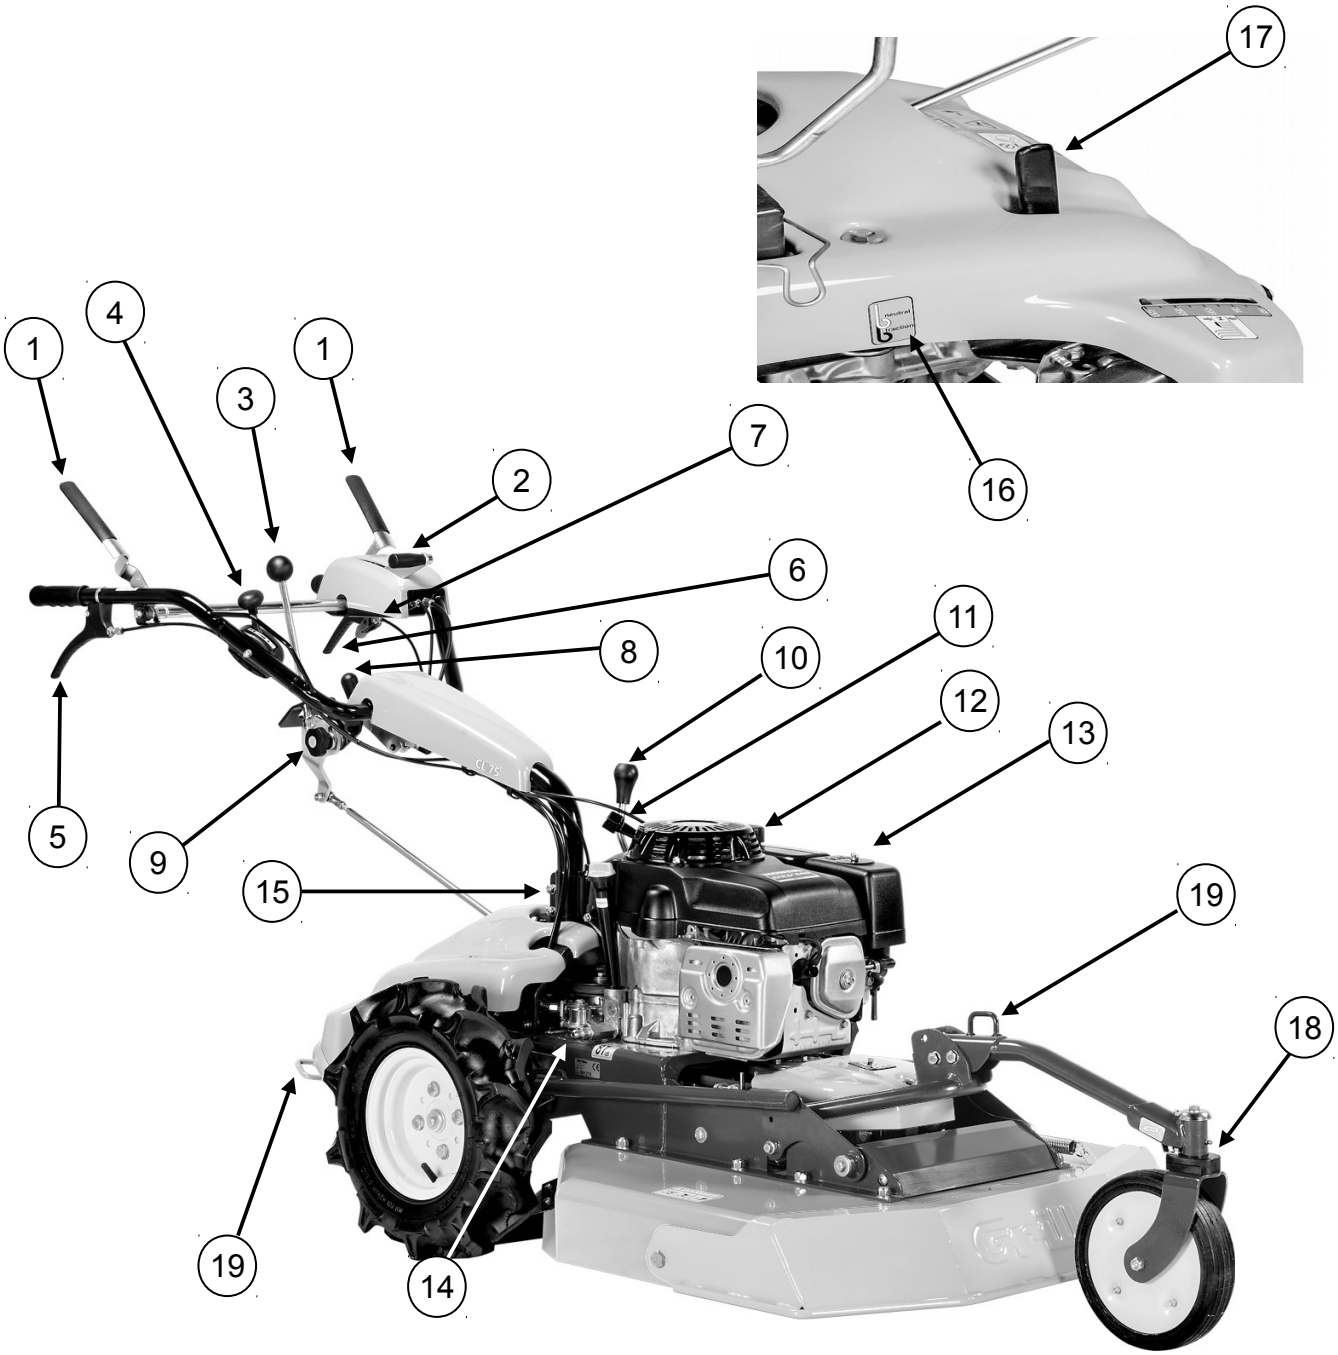

Fig. 1
– Seleccionar la altura de corte mediante el volante de mano (fig.1, n°10), acelerar el motor cuanto sea necesario, presionar las dos palancas (fig. 1, n. 1) e inserir la PTO (fig. 1, n. 2 – en la foto la PTO es desconectada). Activar la palanca de avance (fig. 1, n. 3) y empezar el trabajo. Para detenerse, soltar las dos manijas rojas situadas sobre las manceras (fig. 1, n. 1). La rotación de la cuchilla se desactiva automaticamente.
– La palanca (fig. 1, n. 3) sirve para seleccionar la velocidad de trabajo y también para seleccionar la marcha atrás: moviéndola hacia adelante se selecciona la marcha de avance, moviéndola hacia atrás la marcha atrás. Se recomienda accionarla moderadamente. Soltando las dos manijas (fig. 1, n. 1), la palanca en marcha atrás vuelve automáticamente a la posición de STOP.
– La dureza de la palanca de avance (fig. 1, n. 3) puede ser regulada por medio del pomo (fig. 1, n. 9) colocado al lado de la palanca misma. Como la máquina està equipada con un sistema que expulsa automáticamente la marcha atrás. Nunca bloquear este dispositivo.
El bloqueo diferencial se activa insertando la palanca (fig. 2, ref. D) y puede ser mantenido en su posición a través del inserto de mantenimiento (fig. 2, rif. B). Utilicen el bloqueo diferencial en caso de deslizamiento de las ruedas motrices. Es aconsejable utilizar el bloqueo diferencial también cuesta abajo, en terrenos muy pendientes y en el trabajo transversal en pendientes para mantener adherentes las dos ruedas motrices. Ademas es posible bloquear la rueda delantera en posición rectilinea por medio del mecanismo representado en fig. 1, n. 18. En el trabajo transversal en pendientes, el bloqueo diferencial resulta muy útil para obtener un movimiento uniforme de la máquina y para evitar el deslizamiento de la rueda delantera. **¡Atención!** No utilice el bloqueo diferencial en curva. Mantener lubricados con grasa acoplamiento y cadenas. Para ejecutar esta operación hay que quitar el capot destornillando los dos tornillos superiores (fig. 12, ref. D).
Para las operaciones de lubricación, seguir las normas incluidas en el manual del motor; de todos modos, es indispensable sustituir el aceite tras las primeras 20 horas de trabajo. La primera precaución consiste en que el motor esté corectamente mantenido con filtro de aire, aletas de enfriamiento y la culata motor limpias y aceite del motor a nivel. Controlar el filtro aire cada 4 horas o aún más frecuentemente si el medio ambiente es muy polvoriento (fig. 1, n. 13). Controlar la rejilla de aspiración del enfriamiento
Para embragar y desembragar la rotación de la cuchilla, se utiliza la palanca (fig. 1, n. 2): soltando las palancas, la cuchilla se detiene (fig. 1, n. 1). Durante el embrague, el motor debe estar a régimen medio y la máquina no debe estar sobre el césped para cortar. El desembrague se produce soltando la palanca (fig. 2, ref. A). La cuchilla debe parar en cinco segundos; si ello no es así, registrar el freno intervenendo sobre el muelle de carga (fig. 6, rif. A). Si necesario, remplazar el freno (fig. 7, rif. B).
El dispositivo de desbloqueo de la tracción está posicionado en la parte lateral de la máquina, debajo del carenado posterior (fig.1, n. 16). Si se verificase una avería en la máquina o para poder desplazarla a mano, traslarla hacia el interior de la máquina, poniéndola así en posición neutral.
Una vez terminado el corte del césped, soltar la palanca para desembragar la cuchilla (fig. 1, n. 2) y efectuar el trayecto de retorno con el plato de corte en posición de máxima altura, apretando la palanca (fig. 1, rif. 1). Para detenerse, soltar las palancas de avance (fig. 1, rif. 1). Para apagar el motor, llevar la manecilla del acelerador en la posición de STOP (fig. 4, rif. C).
Si la máquina se transporta con un camión o un remolque, baje el plato de corte, accione el freno de estacionamiento (fig. 1, n. 17) y asegúrala al medio de transporte mediante cuerdas, cables o cadenas. La máquina está equipada de 3 puntos de fijación: uno anterior sobre el soporte de la rueda y dos posteriores sobre el chasis (fig.1, n. 19).